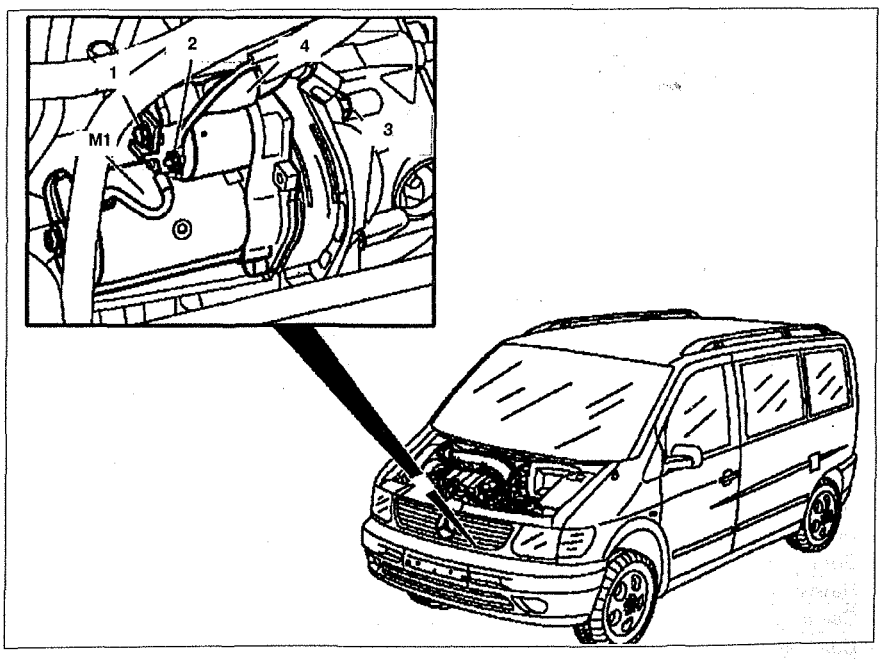

Рис. 5.72. Стартер:
2. Открутите гайку **1** крепления провода **4** к стартеру **M1** (см.рис. 5.72).